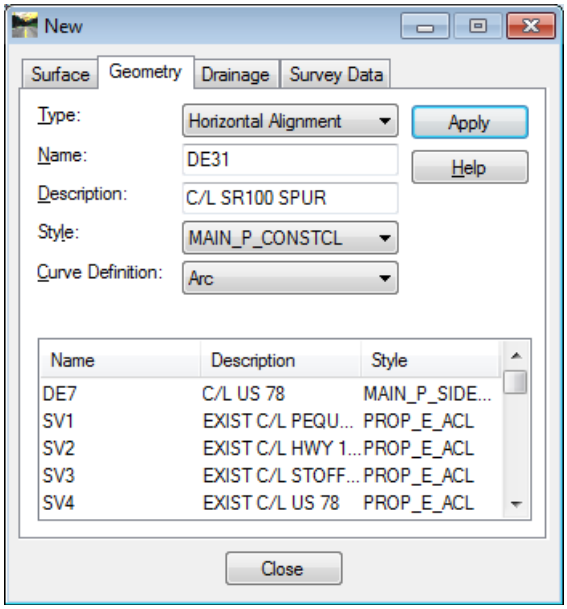

Figure L3-20 New Dialog
27.	• In InRoads, Select **File ► New**. The **New** dialog opens. • Select the **Geometry** tab. • Make the following entries: o **Type:** ***Horizontal Alignment*** o **Name:** ***DE31*** o **Description:** ***C/L SR100 SPUR*** o **Style:** ***MAIN_P_CONSTCL*** • Verify your entries match those shown in *Figure L3-20*. • Click **Apply** & **Close**. *Creates a new empty alignment named DE31.*